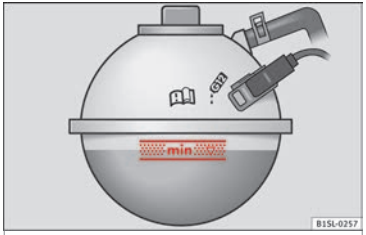

Fig. 169 In the engine compartment: Marking on coolant expansion tank
- When the engine is cold, check the coolant level using the side marking on the expansion tank ››› **Fig. 169**.
- The engine coolant level should be between the marks on the coolant expansion tank ››› **Fig. 169**. **Do not exceed the top level of the marked area** ››› ❗.
- Only top up coolant to the top level of the marked area ››› Fig. 169. Otherwise the excess coolant will be forced out of the cooling system when the engine is hot, causing damage.